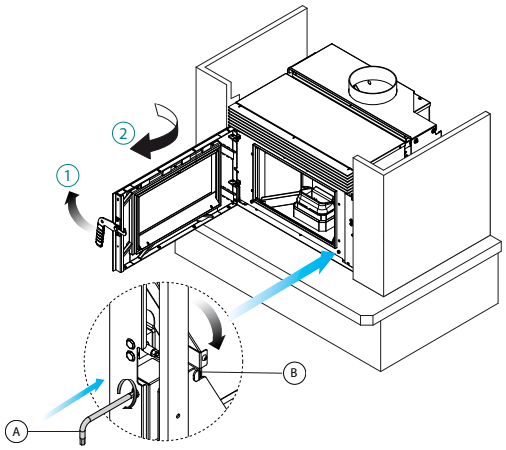

fig. 6.1.13
13) Ouvrir la porte, insérer la clé Allen (A) dans le logement de déblocage de l'arrêt ; tourner le levier de fermeture dans le sens horaire, sur (B) pour bloquer les rails (Fig. 6.1.13)